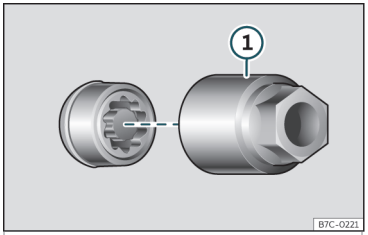

Fig. 36 Anti-theft wheel bolt with cap and adapter.
- Insert the special adapter>>> **Fig. 36** ① (vehicle tools>>> **page 43**) onto the anti-theft wheel bolt and push it on as far as it will go.